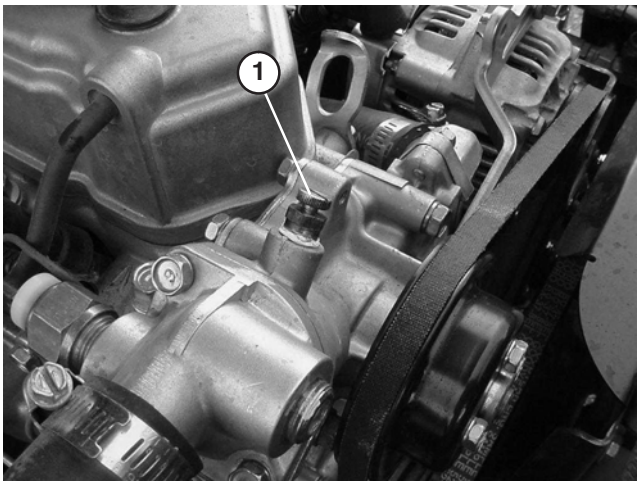

Figure 50
6. Ouvrez la vis de purge en haut de la pompe à eau (Fig. 50).